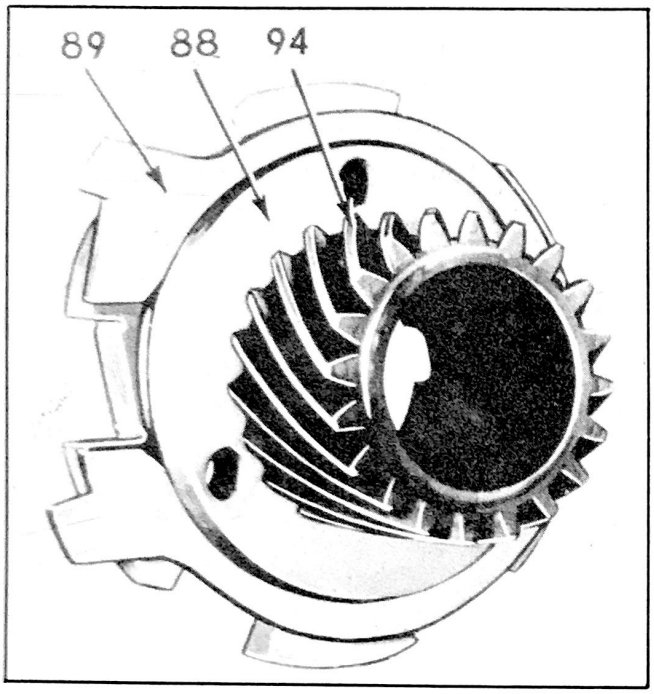

Figure 266 - Stationary Gear and Plate Assembly.
54. Remove snap ring from stationary gear plate (88) Fig. 266 and slide gear out of plate.